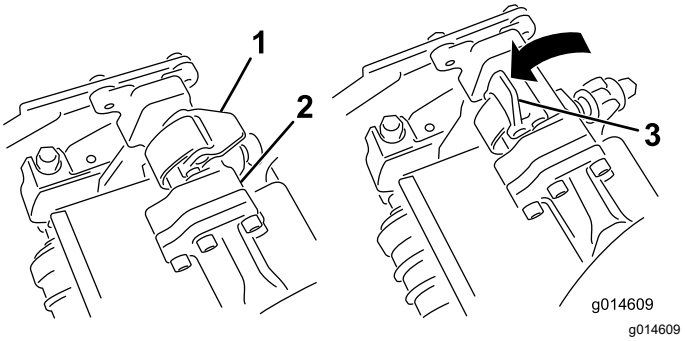
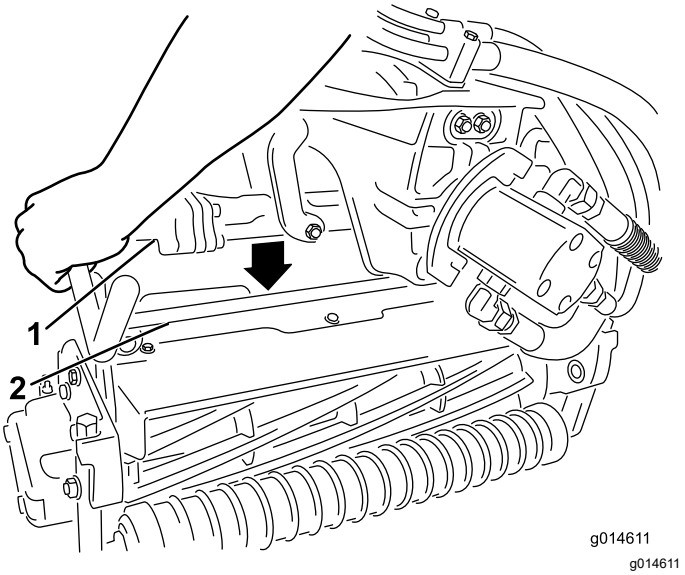

Figuur 46
Figuur 47
3. Zorg ervoor dat de vergrendelingen op de ophangarm omhoog wijzen (dus open staan) (Figuur 46), druk de ophangarm omlaag zodat de stang ervan over de stang aan de bovenkant van het maaidek valt (Figuur 47).
4. Sluit de vergrendelingen rond de stang van de maai-eenheid en vergrendel ze (Figuur 46).
4. Open de vergrendelingen op de stang van de ophangarm van de maai-eenheid dat u wilt verwijderen (Figuur 46).